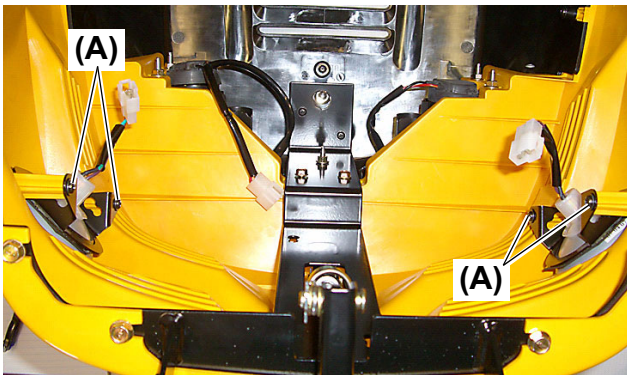

Fig. 13
14. Remove the two (2) M5 × 16 mm (L: 0.64 in.) screws **(Fig. 13, (A))** that retain the lamp stay to the lower hood.